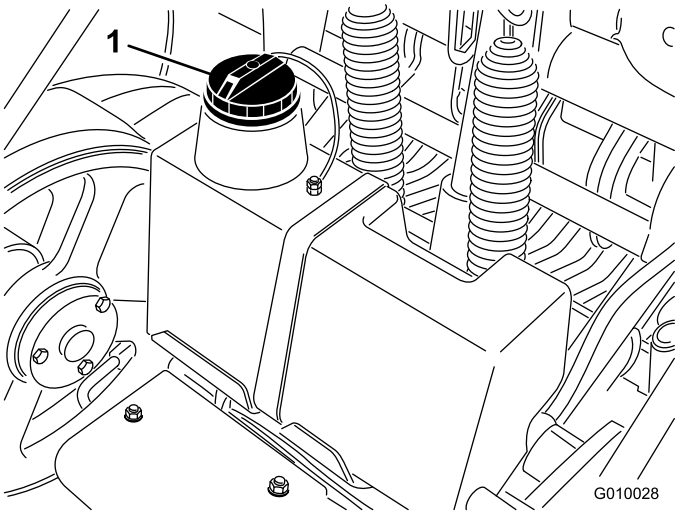

Figur 18
3. Gör rent omkring påfyllningsröret och locket på hydraultanken (Figur 18). Ta bort locket från påfyllningsröret.